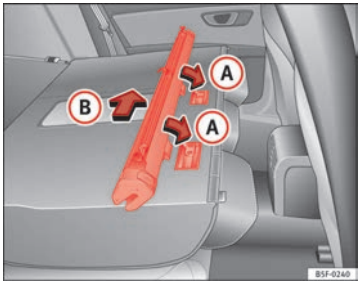

Fig. 100 Fitting the net partition in the rear seat backrests.
- Place the net casing in the recesses of the securing tracks in the direction of the arrows ⇒ Fig. 100 (A).
- Push the casing towards the left of the vehicle in the direction of the arrow (B) as far as it will go.
- Pull on the casing of the net approx. 5 cm in the opposite direction of the arrow ⇒ Fig. 100 (B).
- Remove the casing from the securing tracks in the opposite direction of the arrows (A).